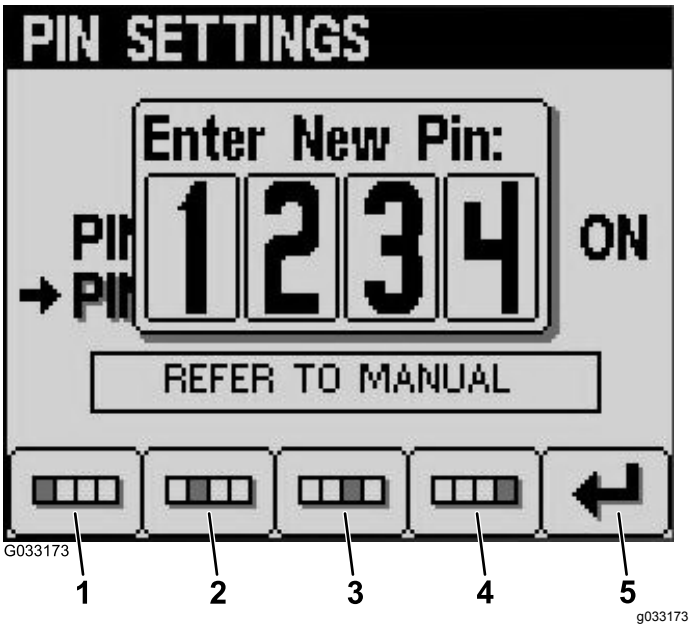

Figur 25
7. Indtast din nye pinkode vha. knapperne 1 til 4 og tryk på knap 5, når du har gennemført indtastningen af den nye pinkode (Figur 25).